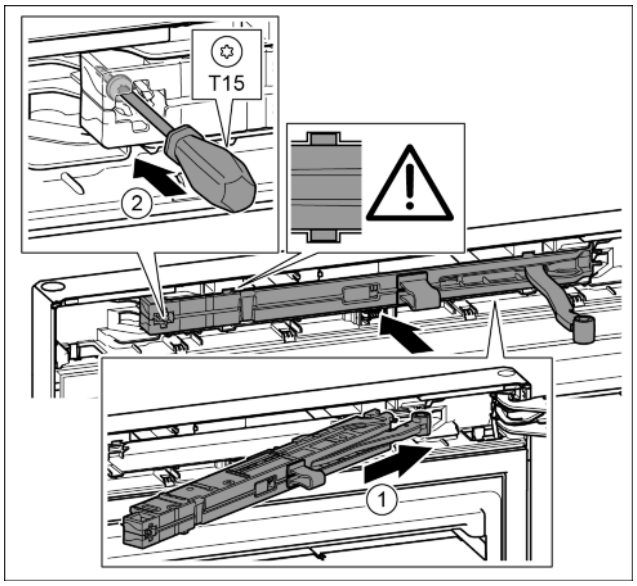

Fig. 44
- ▶ Slide the soft stop mechanism on the bearing bracket side at an angle into the slot as far as the limit stop. *Fig. 44 (1)*
- ▶ Tighten the screw with the T15 screwdriver. *Fig. 44 (2)*